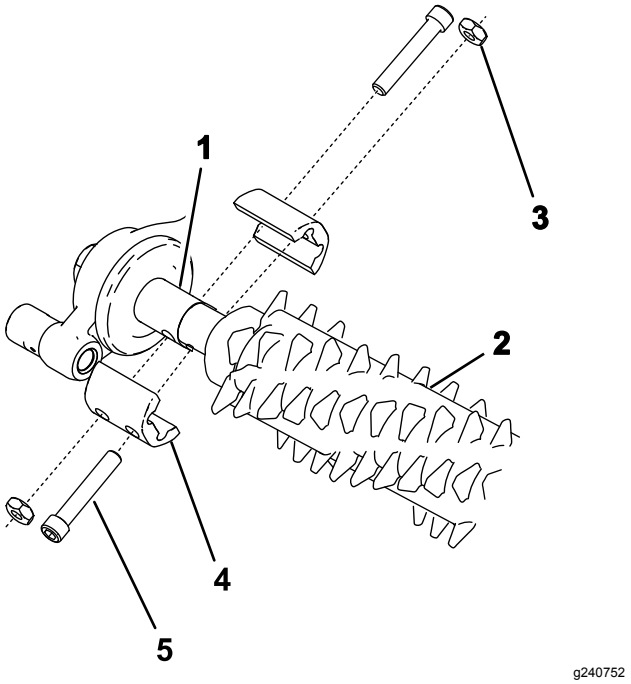

**Figur 18**
2. Rikta in trimmaren med de korta drivaxlarna till trimmardrivningens låda och mellanremskivenheten (Figur 18).
3. Montera trimmaren på maskinen enligt Figur 18 och dra åt skruvarna.